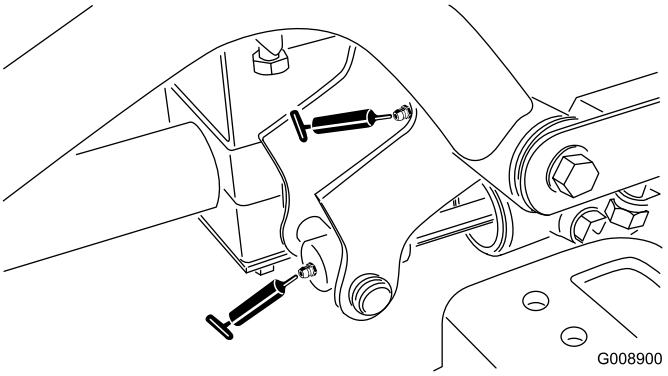

Figura 53
- Pivote y cilindro de elevación del brazo de elevación delantero derecho (2) (Figura 53)